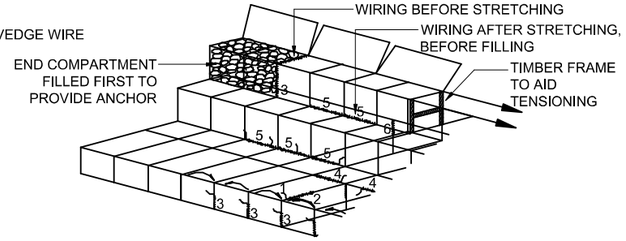

FIGURE 5
2. ONLY ASSEMBLED BOXES, OR GROUPS OF BOXES, SHALL BE POSITIONED IN THE STRUCTURE. THE SIDE OR END, FROM WHICH WORK IS TO PROCEED, SHALL BE SECURELY LACED TO COMPLETED WORK AY ALL DIAPHRAGM POINTS (FIGURE 5), OR ANCHORED BY RODS DRIVEN INTO THE GROUND AT THESE POSITIONS. THE RODS MUST BE SECURED AND REACH AT LEAST TO THE TOP OF THE GABION BOX.
3. STRECH THE OPPOSITE SIDE OF THE BOX OR SECTION BY INSERTING BARS INTO THE BOTTOM CORNERS AND LEVERING THEM FORWARDS BY MEANS OF A WIRE STRAINER OR WINCH. THE TOP AND BOTTOM ARE THEN KEPT STRETCHED IN THIS WAY UNTIL THE GABION HAS BEEN FILLED. WHILE THE GABION IS BEING STRETCHED, ENSURE THAT THE OPPOSITE WIRING OR ANCHORING HAS BEEN PROPERLY CARRIED OUT AND IS NOT PULLING APART OR COLLAPSING (FIGURE 5). THE NEXT STEP IS TO WIRE ALL THE OTHER SIDES AND ENDS OF THE STRETCHED SECTION TO ADJOINING ALREADY FILLED GABIONS (FIGURE 5). THE STRONG INTER-CONNECTION OF ALL UNITS IN A GABION STRUCTURE IS AN IMPORTANT FEATURE OF THE TECHNIQUE AND IT IS THEREFORE ESSENTIAL THAT THE WIRING IS SECURE.